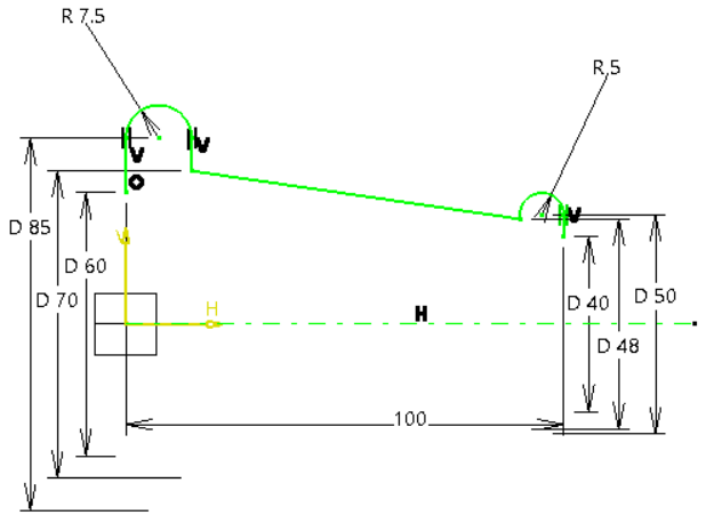

Figure 17-85 *Sketch of the base surface*
2. Invoke the sketcher environment using the xy plane as the sketching plane and create the sketch of the base surface, as shown in Figure 17-85.